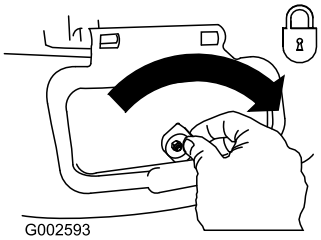

**Figura 30**
**Importante: Dopo aver chiuso lo sportello di scarico laterale, bloccatelo (Figura 30).**